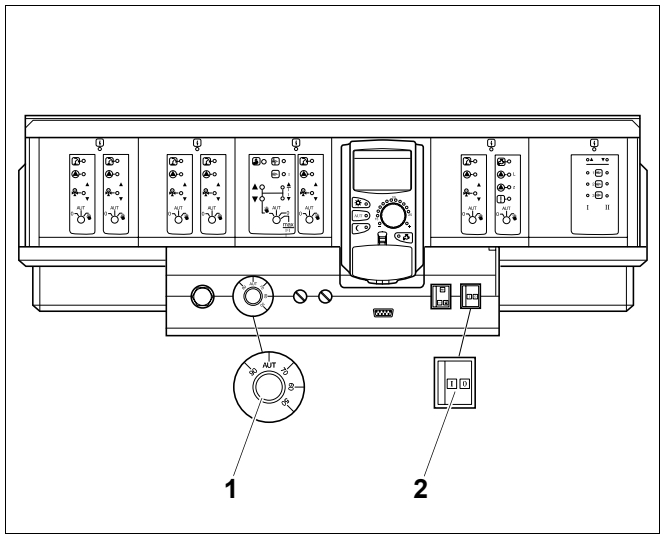

Рис. 15 Система управления Logamatic 4000
- Перевести пусковой выключатель (рис. 15, **поз. 2**) в положение "0" (ВЫКЛ).